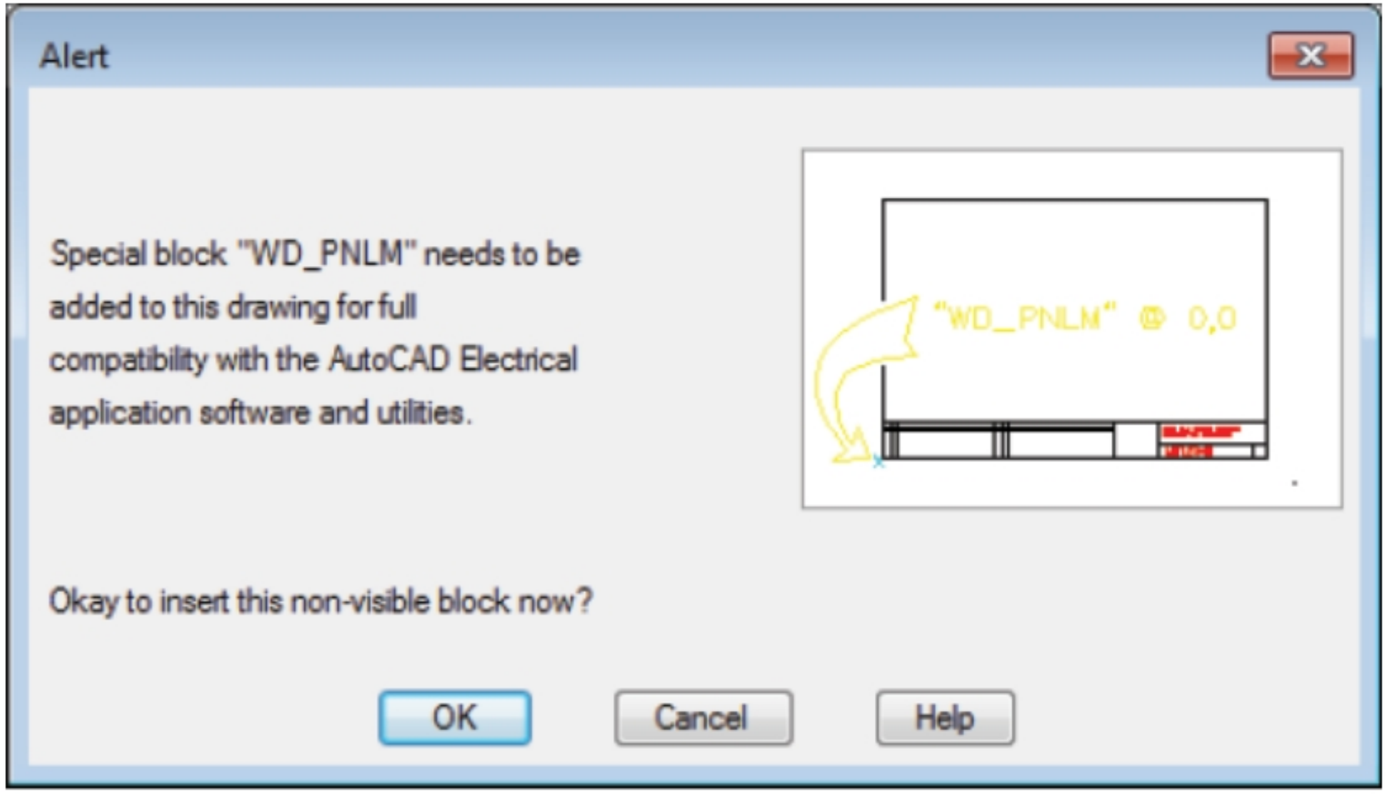

Figure-65. Alert dialog box
- Click on the **Icon Menu** button from the **Insert Component Footprints** drop-down in the **Insert Component Footprints** panel. For the first time, the **Alert** dialog box will be displayed; refer to Figure-65.